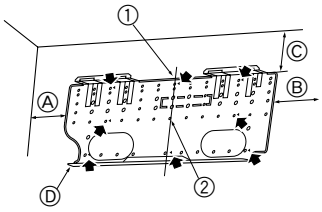

Fig. 3-3
3.1.3. Installation du support de montage mural (Fig. 3-3)